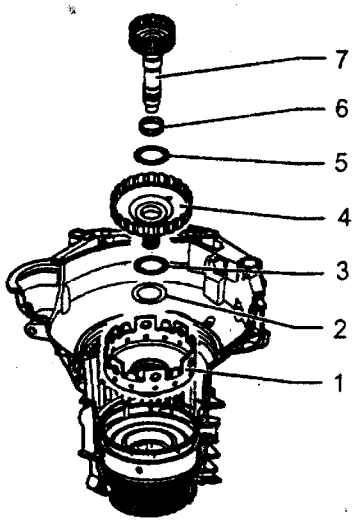

图 3－57
(10) 检查 B 的尺寸。
(11) 装上变速器速度传感器（G38）。
(12) 如图 3－57 所示，依次将大太阳齿轮至小传动轴各零部件装入变速器壳体内。